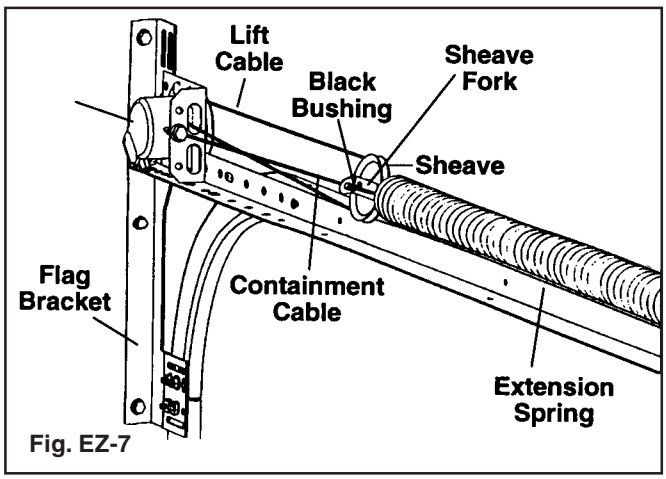

Fig. EZ-7
**Step 6:** Thread the looped end of the lift cable that is coming out of the black housing and run under and around the spring sheave, and then over and around the stationary sheave affixed to the back of the housing bracket. (FIG. EZ-7)